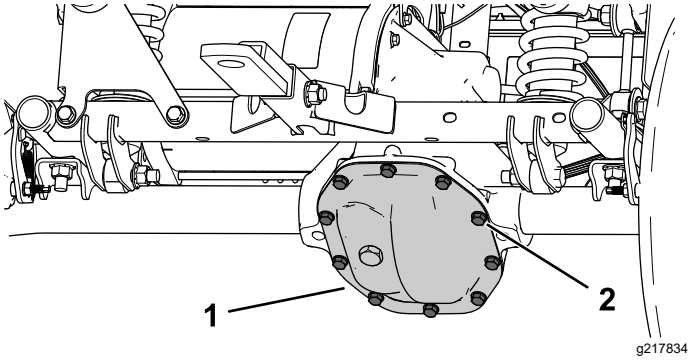

Figuur 53
1. Plaats een opvangbak onder het deksel van de transaxle (Figuur 53).
2. Verwijder de bouten uit het deksel van de transaxle en laat alle vloeistof weglopen (Figuur 53).